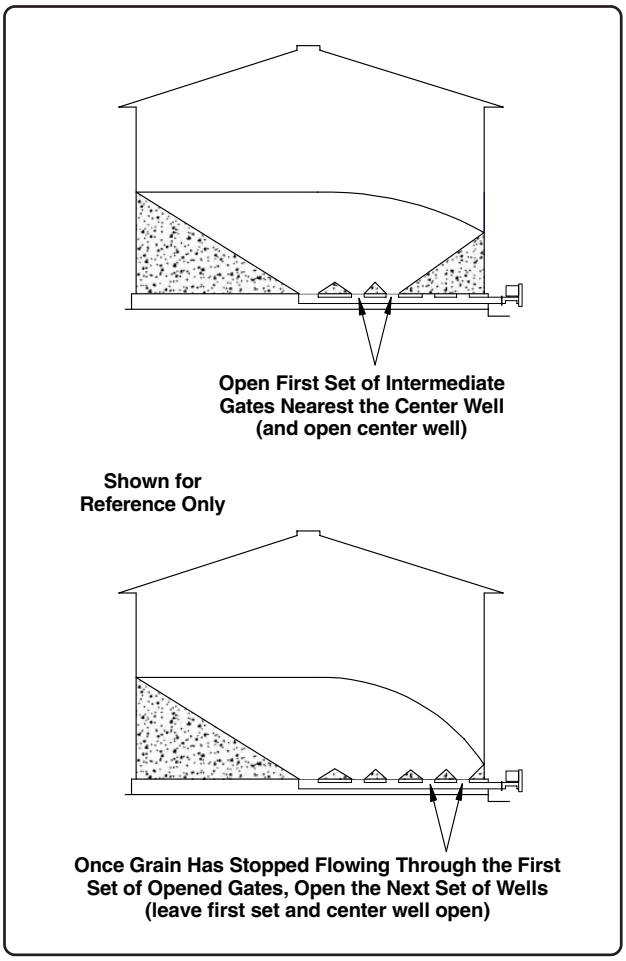

**Fig. 2**
1. Start the unloading auger and open the center well and the first set of intermediate wells nearest the center well as shown in Fig. 2 (you should only need to open them 2" to 4" *(51 mm to 10.2 cm)* to acquire a full load).